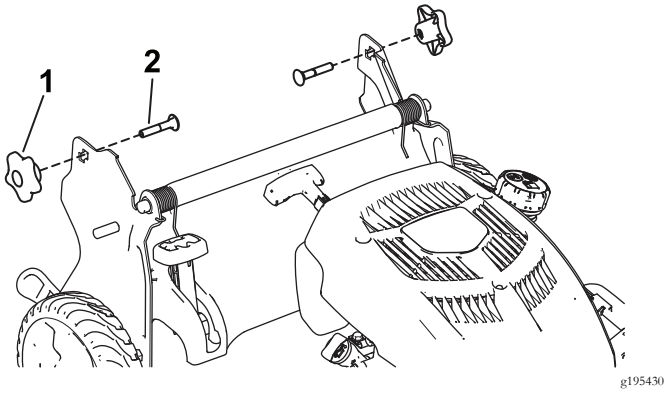

Figura 4
1. Retire y guarde los 2 pomos del manillar y los 2 pernos de cuello cuadrado de los soportes del manillar (Figura 4).